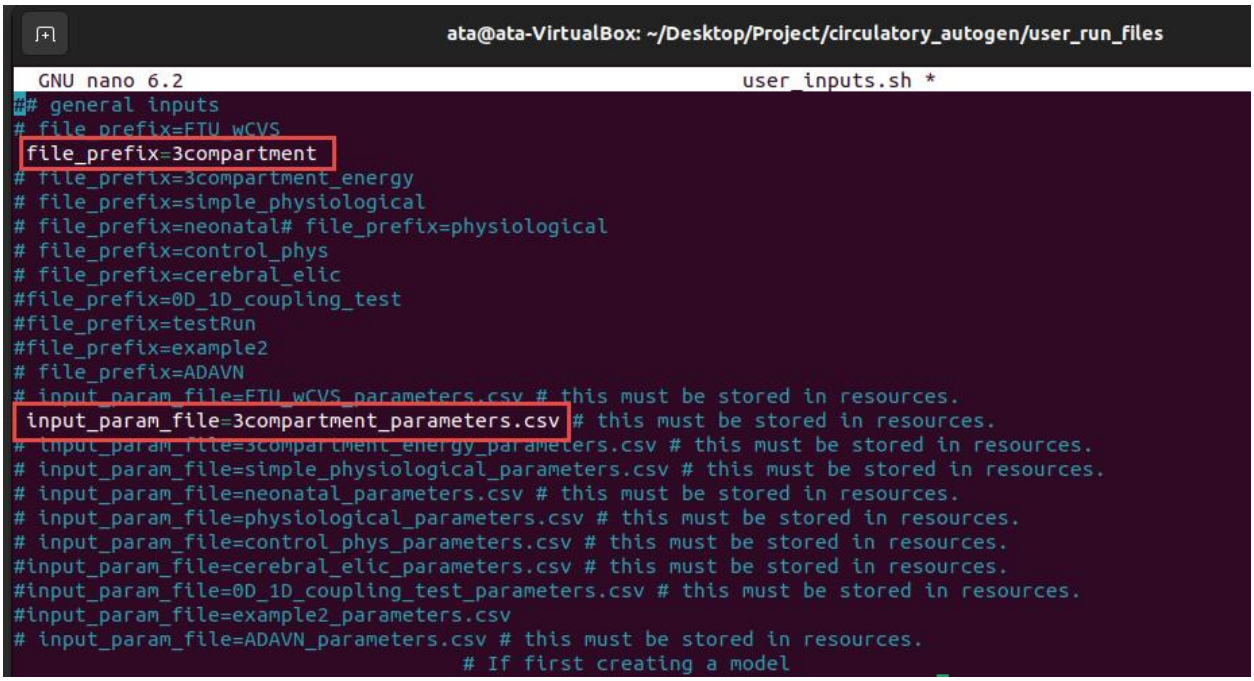

Figure 3
3) you should add the names of the intended vessel and parameters files to the “user_inputs.sh”. According to Figure 3, file_prefix is the name of your model. subsequently, input_param_file should be equal to “[model_name]_parameters.csv”.